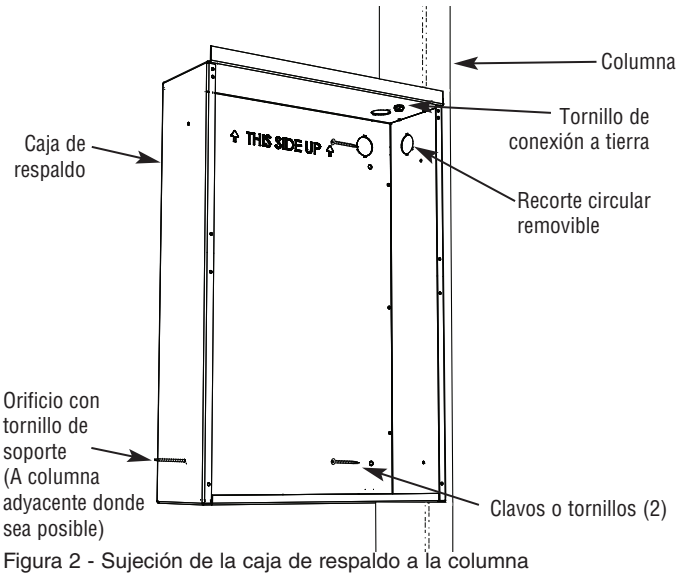

Figura 2 - Sujeción de la caja de respaldo a la columna
1. En construcción nueva sin pared terminada, coloque la caja de respaldo contra el lado de la columna permitiendo que el lado se extienda más allá de la columna de modo que la caja quedará a ras con la superficie de pared terminada. (Durante la instalación, usted debe conocer el espesor de la pared terminada). Asegure la caja a la columna utilizando dos tornillos (no incluidos) según se muestra en la Figura 2.
a. Cuando sea posible, instale un tornillo largo adicional (tal como un tornillo para madera de 3") a través del orificio de montaje inferior y dentro de la columna más cercana (vea la Figura 2). Tenga cuidado y no apriete en exceso el tornillo ya que esto deformará la caja de respaldo y dificultará o hará imposible la instalación del conjunto calefactor. El tornillo sólo debe apretarse lo suficiente para mantener el tornillo en su sitio.
b. Taladre un orificio pequeño en la caja de respaldo a ras con la superficie interior de la pared terminada e instale un tornillo (la longitud no es decisiva, pero debe ser de 1 pulgada como mínimo), vea la Figura 2.
1. Ubique una columna, marque cuidadosamente y corte una abertura que mida 12-1/4" (311 mm) de ancho por 17-3/4" (451 mm) de alto, de modo que un lado de la abertura quede a lo largo del borde de una columna – vea la Figura 2.
3. Encaje la caja de respaldo dentro de la abertura alineando los lados de la caja a ras con la superficie de la pared terminada y asegure la caja a la columna utilizando dos tornillos (no incluidos) según se muestra en la Figura 2.
5. Inserte un tornillo para madera #8, de tres pulgadas de longitud (no suministrado) a través del lado libre de la caja de respaldo no montado en la columna, y asegure en el orificio de montaje inferior. Esto evitará que la caja de respaldo sea extraída del lado no-soportado al instalar el conjunto calefactor. Tenga cuidado de no atornillar el tornillo para madera más de 3/8" dentro de la columna. Un atornillado excesivo causaría que la caja de respaldo se desalinee. Vea la Figura 2.